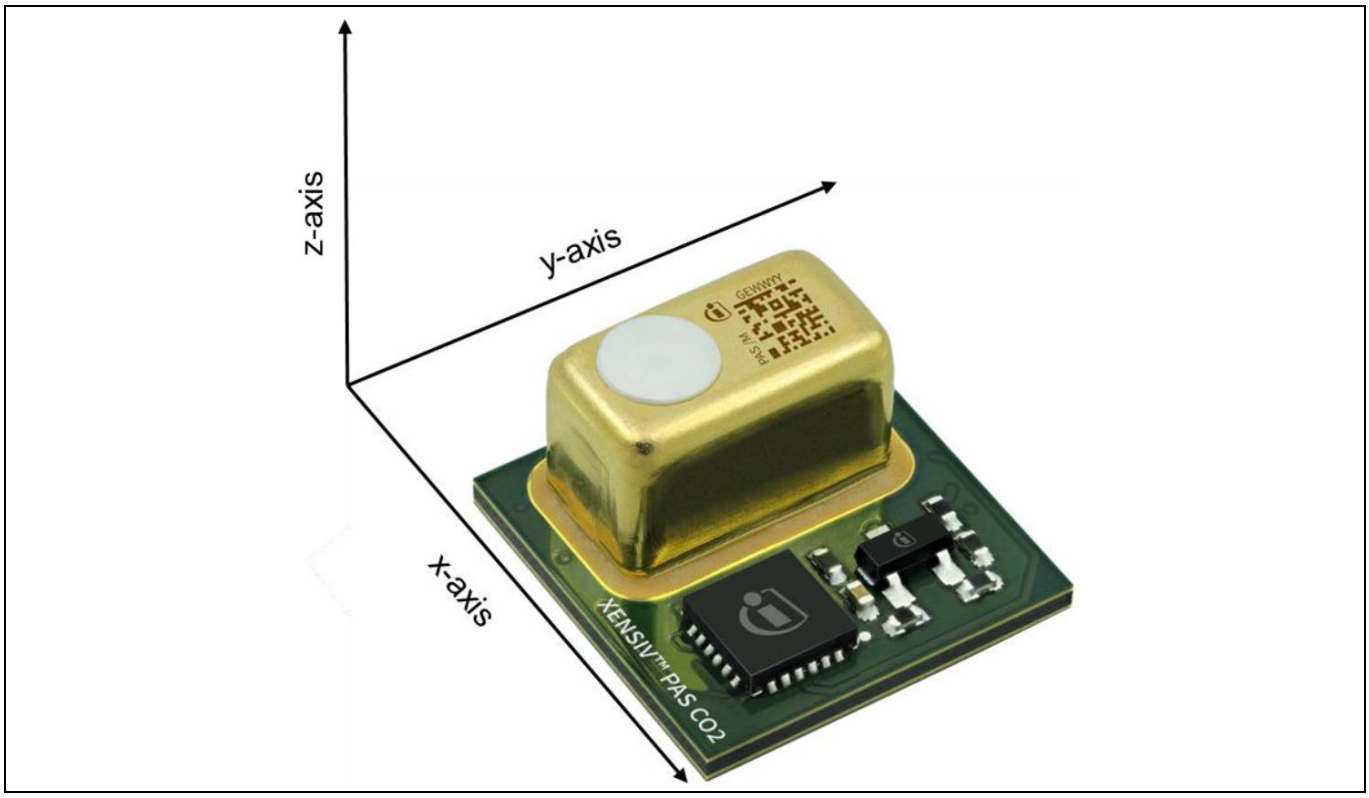

Figure 4　　センサーは振動源の x 方向に配置する必要があります
- **振動からの隔離:** PAS テクノロジーの検出器は MEMS マイクで、ガスキャビティ内の小さな圧力変化を定量化します。低周波振動は同様の圧力変化を引き起こす可能性があり、センサーはこの小さな圧力変化を実際の CO_2 濃度変化と見なす場合があります。したがって、センサーが直接振動源から隔離されたままであることを確認することを推奨します。ただし、防振を確保できない場合は、最初に振動源を特定し、Figure 4 に示すように、振動がセンサーの x 方向から来るようにセンサーを配置することを推奨します。